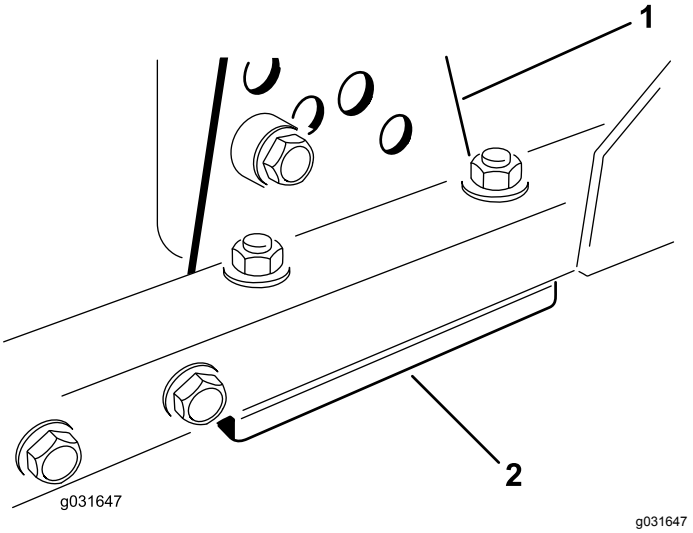

图 71
1. 从刀盘架上拆除剪草高度支架前、左或右图 71。
2. 在刀盘架与剪草高度支架之间增、减 1.5mm 薄垫片和/或 0.7mm 薄垫片以达到所需的剪草高度设置图 71。
3. 安装剪草高度支架到刀盘架剩余薄垫片集中放到剪草高度支架的下方图 71。